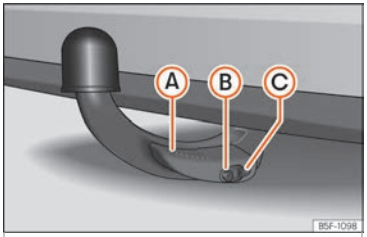

Fig. 176 Tow hook fixed correctly
- Lever Ⓐ is facing upwards ››› Fig. 176.
- The red and green part of the unlocking bolt Ⓑ is completely visible ››› Fig. 176.
- Cover Ⓒ is over the lock ››› Fig. 176.
- **Keep your hands away from the lever when releasing the tow hook to avoid trapping your fingers ››› Fig. 176 Ⓐ.**